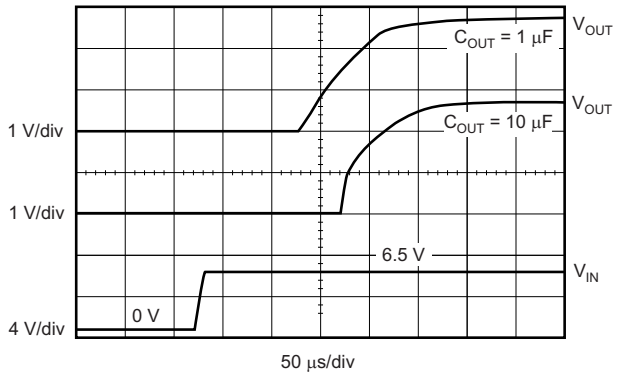

Figure 29. Turn-On Response
Note that for fastest startup, apply V_{IN} first, then the enable pin (EN) driven high. If EN is tied to IN, startup is somewhat slower; see Figure 29 in the *Typical Characteristics* section. The quick-start switch is closed for approximately 135 µs. To ensure that C_{NR} is fully charged during the quick-start time, use a 0.01-µF or smaller capacitor.